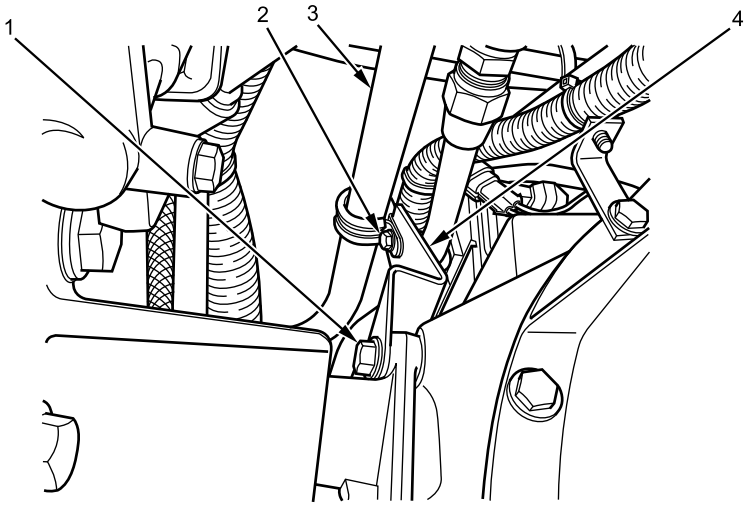

Figure 3. Upper Retainer.
3. Remove bolt (Figure 3, Item 2) and nut from retainer for upper dipstick tube (Figure 3, Item 3).
4. Remove two bolts (Figure 3, Item 1) and retainer mounting plate (Figure 3, Item 4).